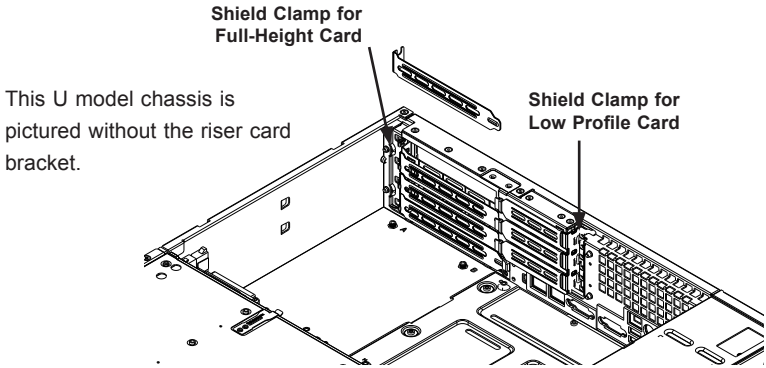

Figure 5-13. Remove an Expansion Card Slot Shield
2. Release the clamp that secures all four full-height PCI shields (Figure 5-13). Looking at the rear of the chassis, this clamp is in the right corner. Unscrew the single screw that secures the clamp and rotate the clamp away from the shields. Remove the blank PCI shield covering the expansion slot in the chassis.